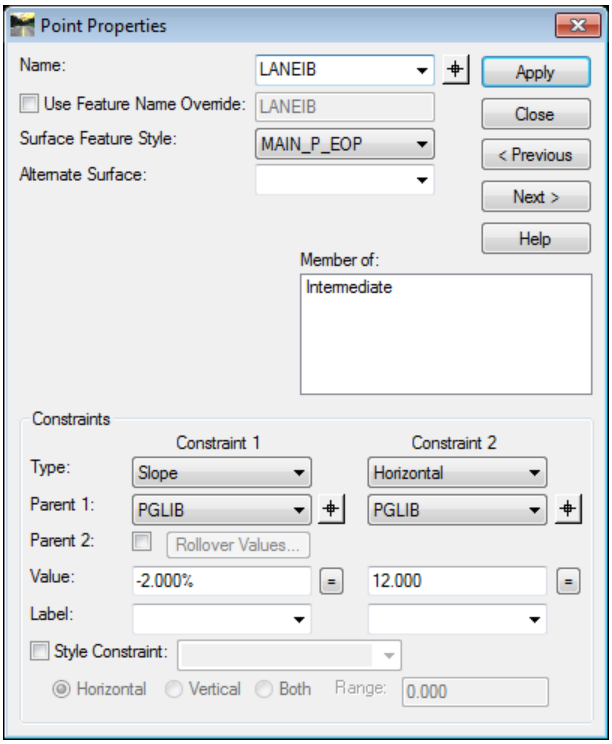
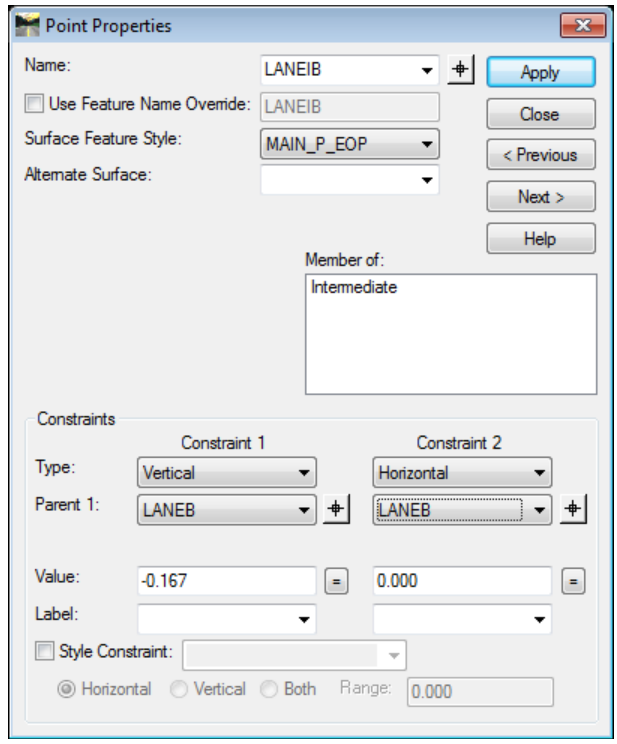

Figure L7-26 Point Properties
Figure L7-27 Point Properties
34.	**Even though the Intermediate Pavement Layer appears complete, the constraints are such that it will not superelevate correctly when Superelevation is applied. Superelevation is most easily applied to the Points across the Pavement Surface. All Points below the Surface must be constrained so they will adjust accordingly. This should become clearer as we make the constraint changes.** • Double click on Point **LANEIB**. The **Point Properties** dialog opens as shown in *Figure L7-26*. Notice the two constraints are **Slope** and **Horizontal**. This follows the input we used in the **Dynamic Settings** dialog in **Step 32** (**hs=12,-.02**). With **LANEIB** constrained as a slope to **PGLIB** it will not superelevate when the Surface superelevates but will remain constrained at a **2.00%** slope to **PGLIB**. • Change the **Slope** constraint to ***Vertical*** by using the pull down arrow. • Change the **Parent 1:** for the ***Vertical*** constraint to **LANEB**, either by key-in or using the **Locate** button. • Change the **Parent 1:** for the ***Horizontal*** constraint to **LANEB**, either by key-in or using the **Locate** button. ****NOTE - Parent/Child Relationships:** Parent/Child is the terminology InRoads uses to describe the constraint relationship between two points. In *Figure L7-26* **LANEIB** is the Child and **PGLIB** is the Parent. This means **LANEIB** will behave in response to the movements of **PGLIB** according to the constraints applied to it. • Verify your entries match those shown in *Figure L7-27*. • Click **Apply** & **Close**. **LANEIB** is now constrained Vertically and Horizontally to **LANEB** and will move in response to **LANEB**. Since **LANEB** is constrained vertically/horizontally to **LANE** the Superelevation of all pavement layers superelevate appropriately. *This completes the construction of the 2" Intermediate Pavement Layer.*